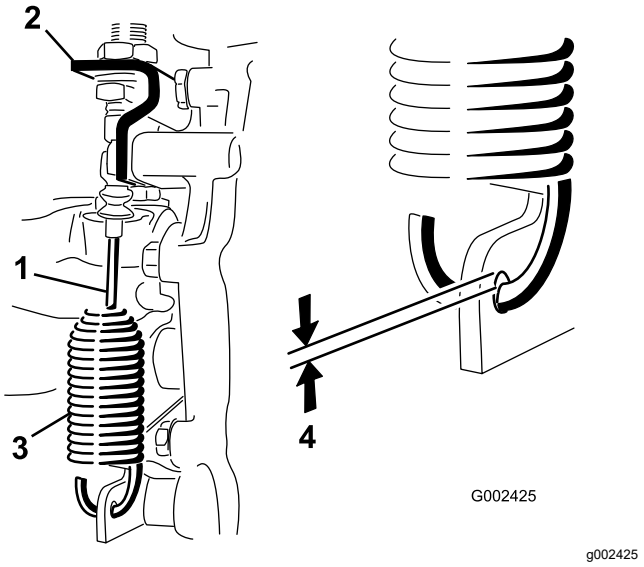

Figur 55
2. Lossa kontramuttrarna som håller fast differentiallåsvajern vid fästet på växellådan (Figur 55).